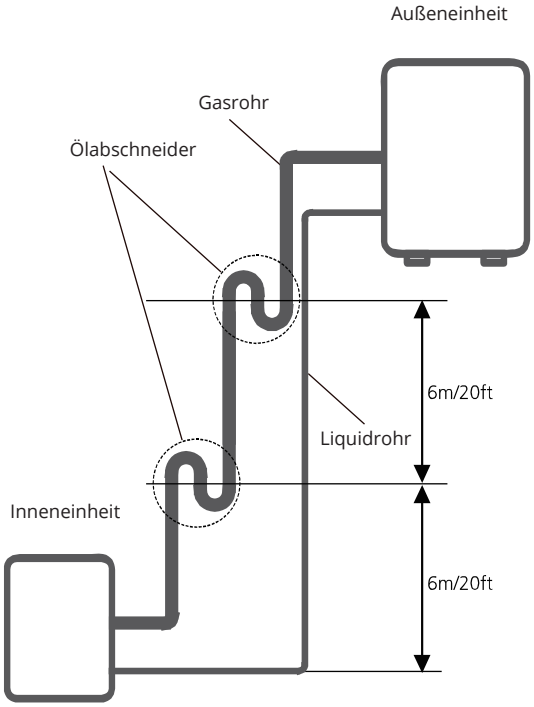

Abb. 7.3
- Es wird empfohlen, die vertikale Saugwirkung nicht übermäßig anzuheben. Die ordnungsgemäße Rückführung des Öls zum Kompressor sollte durch die Geschwindigkeit, mit der das Gas angesaugt wird, erfolgen. Wenn die Geschwindigkeit unter 7,62 m / s (1500 fpm) fällt, nimmt der Ölrücklauf ab. Alle 6 Meter (20Ft) des vertikalen Saugrohrs muss ein Ölabscheider installiert werden. (Siehe Abb.7.3)